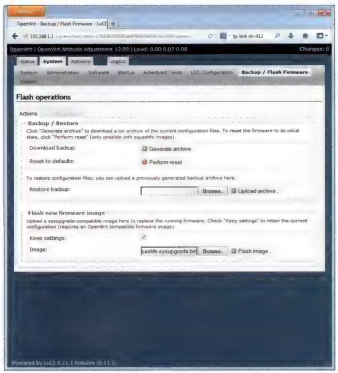
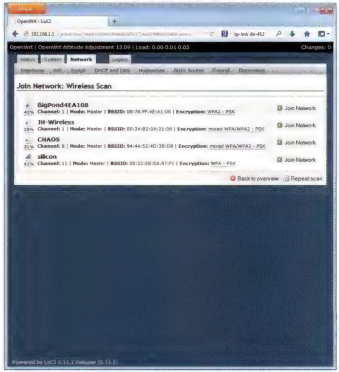

Fig.8: use the Flash operations tab to replace the current firmware image with one that has USB support.
Fig.10: once the new WiFi firmware is in place, you can perform a Wireless Scan and then find and connect to your WiFi network.
(12) Go back to the web interface, click the "System" tab at the top, then the "Backup / Flash Firmware" tab that appears below it. Near the bottom of the screen, under "Flash new firmware image", click on the Browse button and choose the second OpenWrt file you downloaded, for the WR512-3GN router (Fig.8). Click the "Flash Image" button and it will verify that the file is valid (Fig.9); click the button to proceed with re-flashing.
(13) Wait about 90 seconds and the web interface should automatically re-load; if not, re-enter **http://192.168.1.1** in your browser address bar. You will need to log back in.
(14) Use SCP to copy the **RT305X.eeprom** file back onto the re-flashed router, over the top of the file in **/overlay/lib/firmware**. If asked whether to overwrite the existing file, select "Yes".
(15) Go to the System tab on the web interface, then click on the Reboot sub-tab under it at right and then click the "Perform reboot" link.
(16) Once it has rebooted, log back into the web interface. Click on the Network tab, then the WiFi sub-tab. Enable WiFi using the button labelled as such and the wireless LED on the router should turn green. Click "Scan". You should get a list of nearby wireless networks (Fig.10).